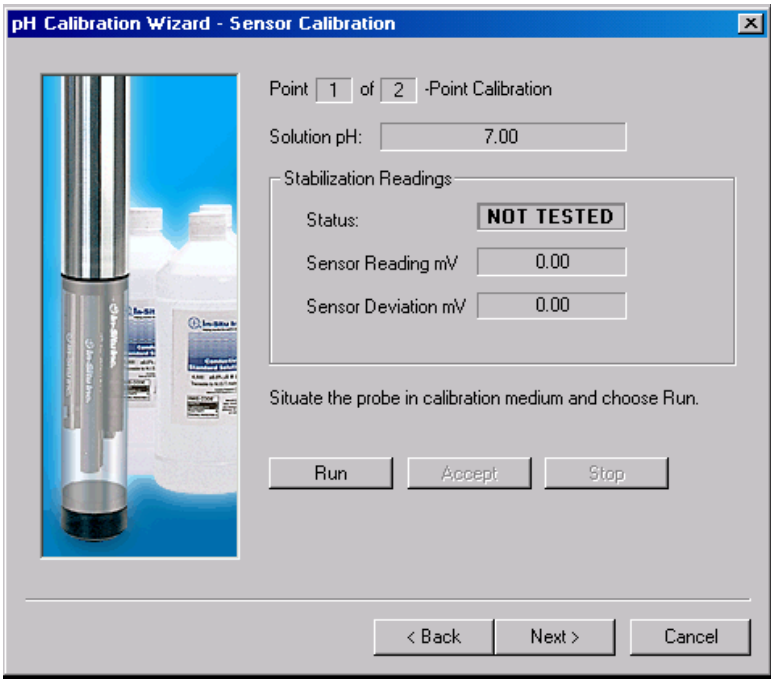

Figure 3. Calibration Steps 2.10.7
2.10.7 Select **Next** to continue to the next screen as shown in Figure 3, then select **Run** to begin the stabilization process. The display will continuously update as readings are taken and compared against the stabilization criteria and the following Status indicators will be progressively shown:
2.10.8 For a two-point calibration, the Wizard returns to the screen shown in Figure 3, and waits for you to situate the probe in the next calibration solution and click Run.